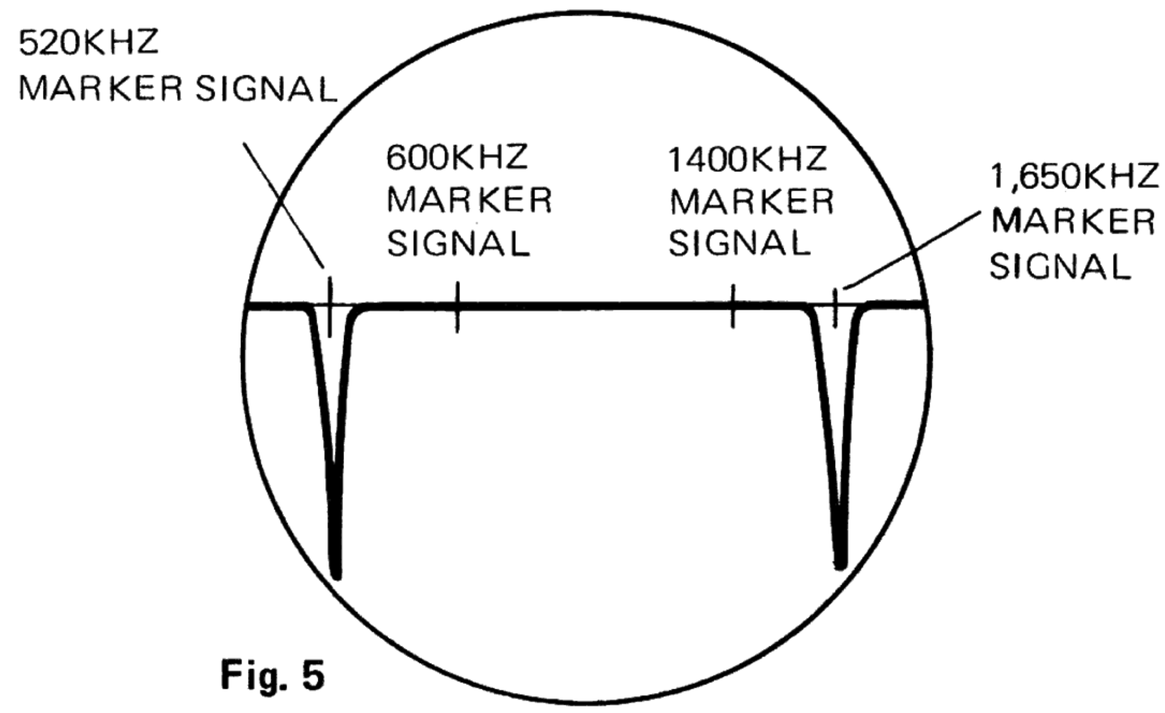

Fig. 5
(2) The waveform displayed on the alignment oscilloscope is as shown in Fig. 5.